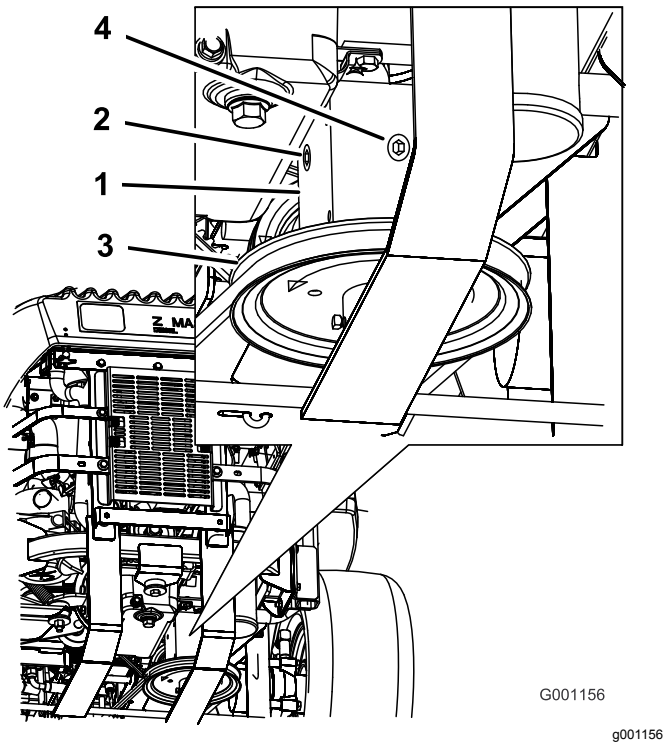

**Figuur 80**
3. Verwijder de plug aan de zij- of achterkant van de tandwielkast (Figuur 80).